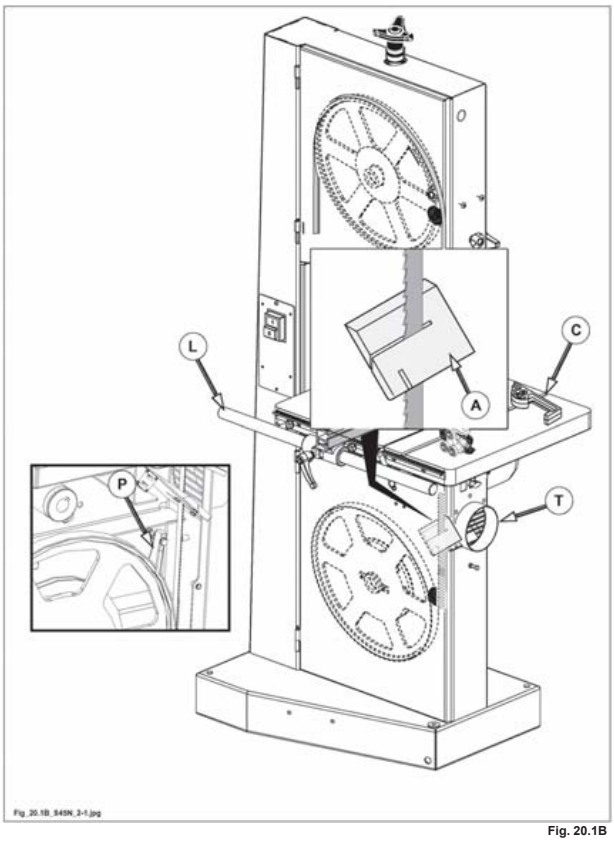

Fig. 20.1B
- Le cuffie di aspirazione (T fig. 20.1B), controllando che non vi siano occlusioni.
- La barra (L fig. 20.1B) della guida di larghezza.
- La scanalatura di scorrimento (C fig. 20.1B) usando un pennello imbevuto di solvente adatto e non pericoloso.
- Verificare periodicamente l'integrita' della tavoletta puliscilama (A fig. 20.1B) ed eventualmente sostituirla; il particolare oltre a pulire la lama migliora il convogliamento dei truccioli verso la bocca d'aspirazione.
- La gomma dei volani deve essere costantemente pulita per evitare squilibri e vibrazioni durante il lavoro. La pulizia del volano inferiore è garantita dal particolare (P fig. 20.1B), sempre a contatto con il volano. Verificare ogni giorno la pulizia e l'integrita' del particolare (P fig. 20.1B) ed eventualmente sostituirlo.